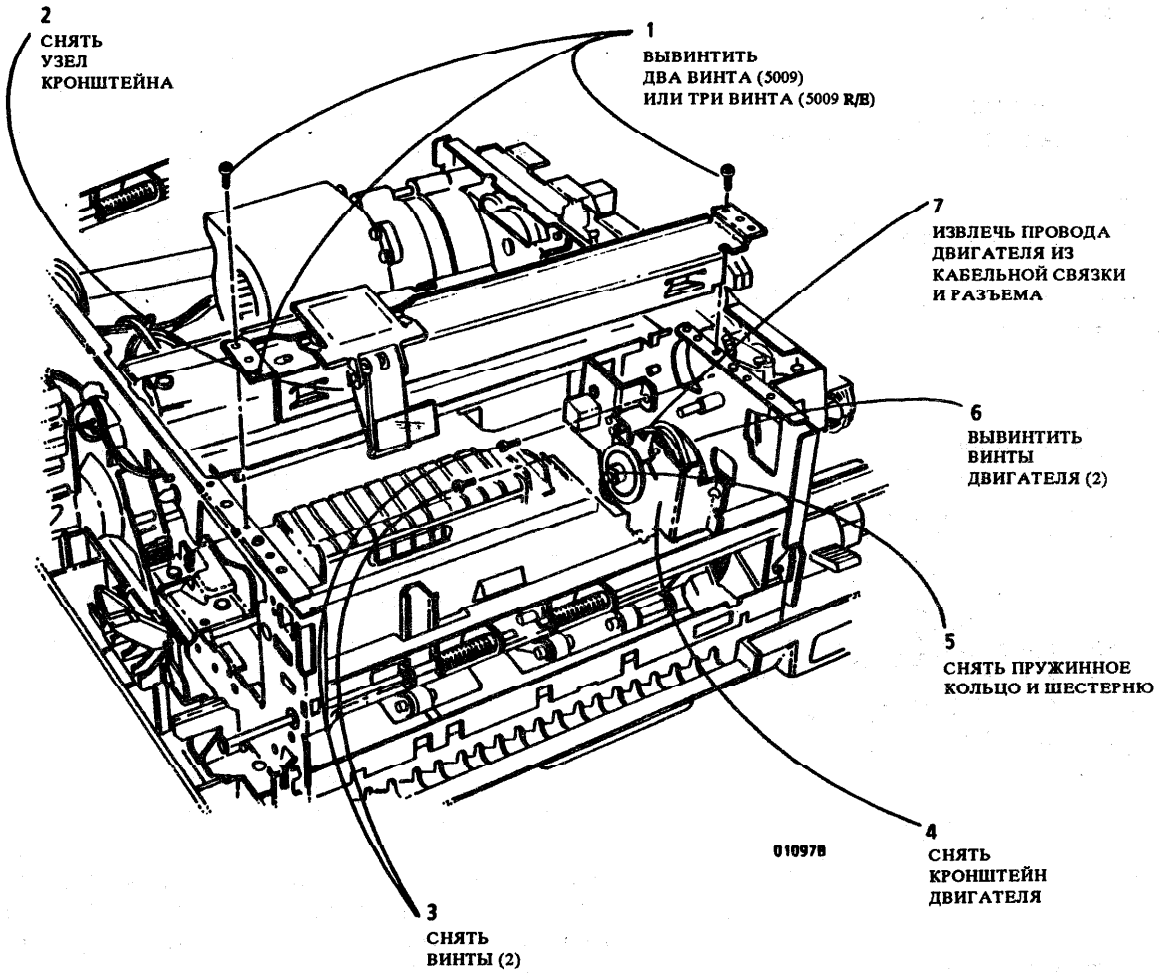

Рис. 1. Снятие двигателя подачи тонера
3. (Рис. 1): Снять двигатель тонера.